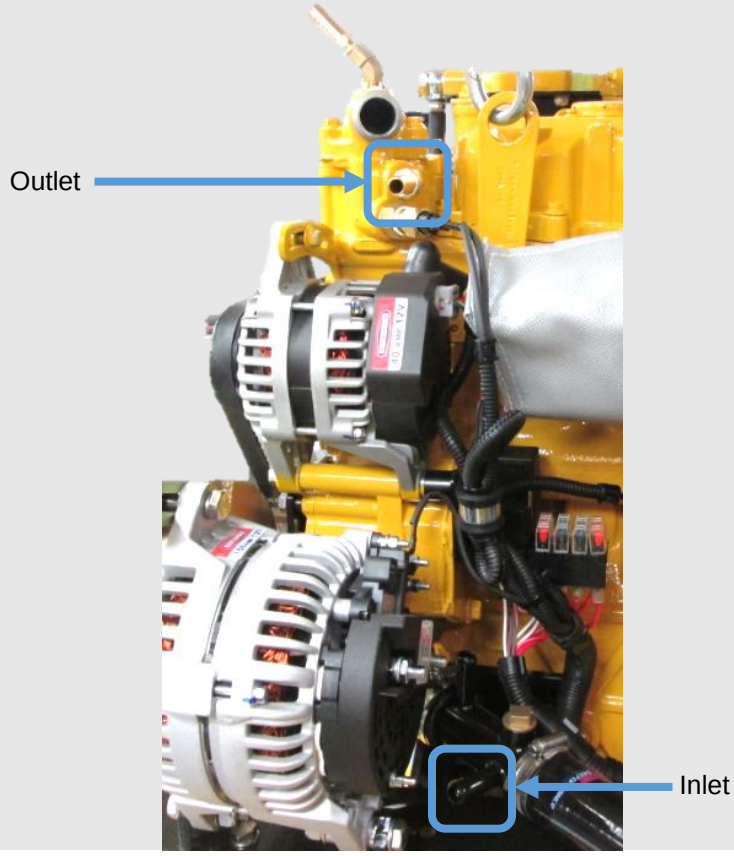

Figure 14: Calorifier Connections
- The connections for the calorifier are shown on (***Figure 14***)